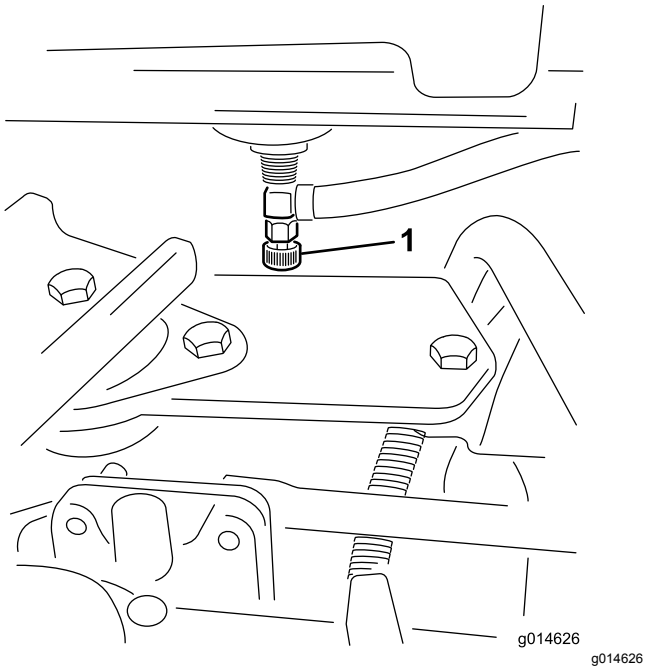

Rysunek 29
1. Zamknij zawór odcinający paliwo (Rysunek 29) znajdujący się pod zbiornikiem paliwa.